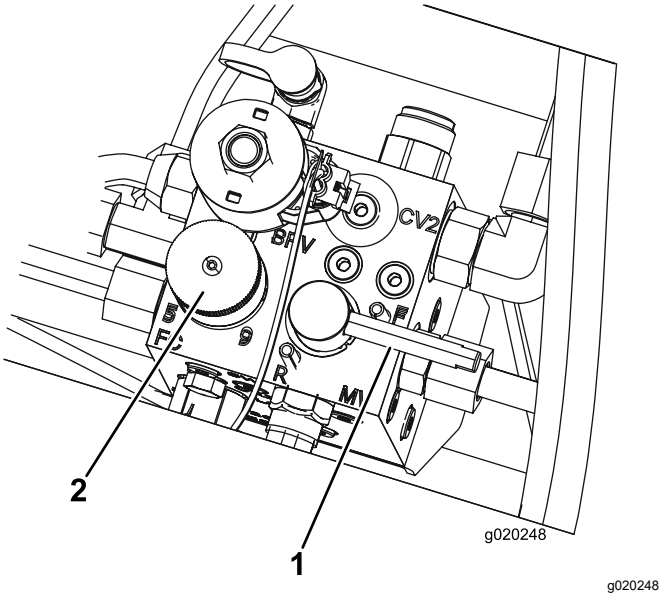

Figur 85
5. Sæt knivcylinderens hastighedsknap til position 1 (Figur 85).
6. Flyt baglapningsgrebet til tilbagepositionen R (baglapning) (Figur 85).